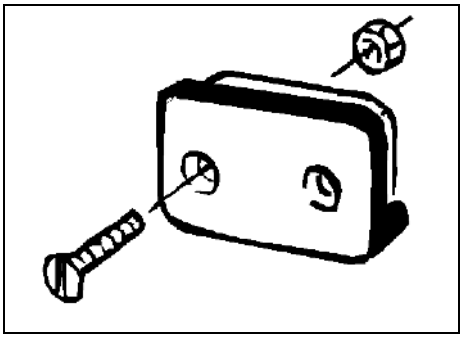

図 7
1. コンピュータのホルダ (図 7) をトラクターのキャビンに固定します。